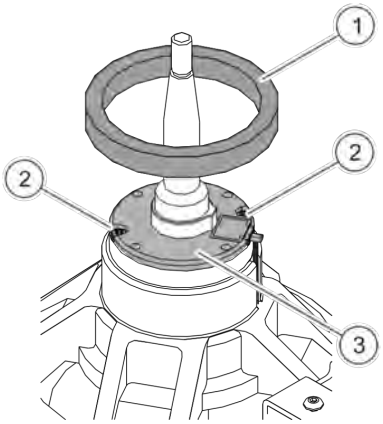

Fig. 27: Top side of motor
12. Pull the ring seal (*Fig. 27*/1) off of the bearing shield, and put it to the side.
13. Remove the 2 Phillips screws from the speed sensor (*Fig. 27*/2).
14. Remove the cable of the speed sensor out of the groove, and put the speed sensor to the side (*Fig. 27*/3).
4. Place the speed sensor (*Fig. 27*/3) on the bearing shield.
5. Insert 2 Phillips screws on the speed sensor and tighten (*Fig. 27*/2).
7. Place ring seal (*Fig. 27*/1) on the bearing shield and press firmly.